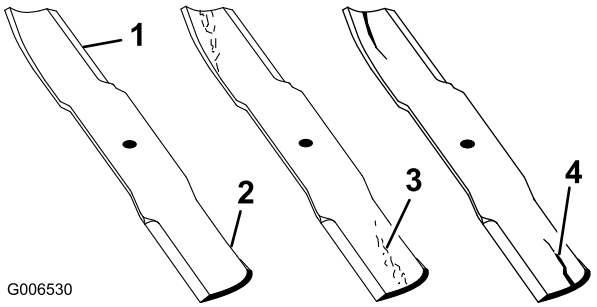

Figura 52
1. Inspecione as extremidades de corte (Figura 52). Se as extremidades não estiverem afiadas ou estiverem amolgadas, retire e afie as lâminas. Consulte Afiar as lâminas.
2. Inspecione as lâminas, especialmente a área curva (Figura 52). Se verificar quaisquer danos, desgaste, ou
a formação de ranhuras nesta área (Figura 52), instale imediatamente uma lâmina nova.